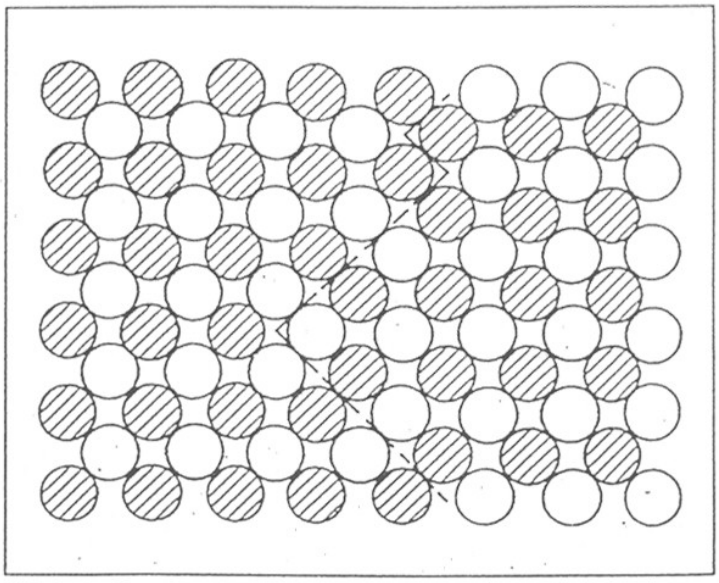

Bild 4.42: Geordnete Phase vom Typ AB im kfz-Gitter, dargestellt an der (100)-Ebene
Beispiel: Geordnete Phase vom Typ AB im kfz-Gitter, dargestellt an der (100)-Ebene (vgl. Bild 4.42)